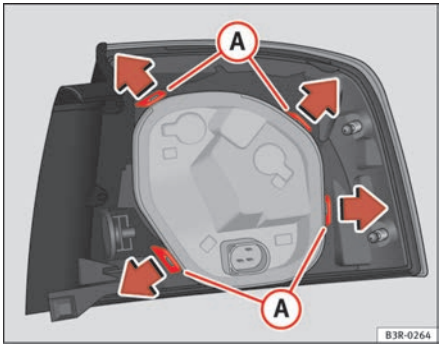

Fig. 221 Retaining tabs on reverse side of rear light
– Release the retaining tabs (A) ⇒ fig. 221.
– Lift the bulb carrier off in direction of the arrow (B).